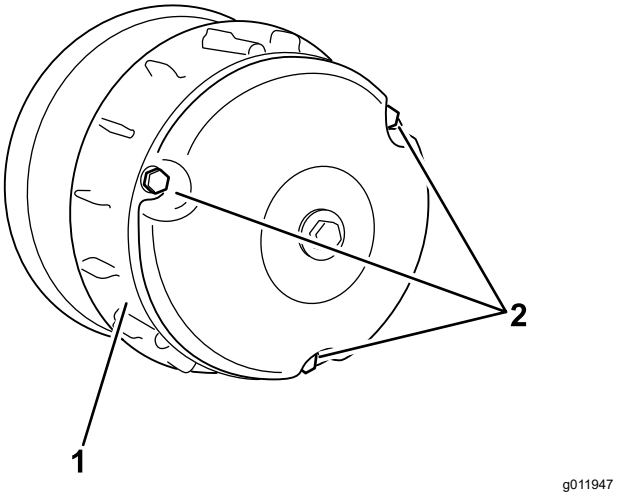

Figur 62
2. Lossa de tre skruvarna som fäster kåpan på kopplingen och ta bort kåpan (Figur 62).
4. Montera kopplingskåpan och fäst den med de tre skruvarna (Figur 62) som avlägsnades i 2.